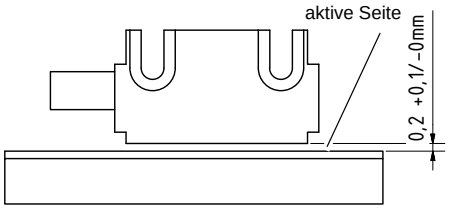

Abb.2-6: Abstand Sensor / Magnetband
- Abstandmaße zwischen Sensor und Magnetband sowie Winkeltoleranzen beachten, diese müssen über die gesamte Messstrecke eingehalten werden! (☞ Abb.2-6: bis ☞ Abb.2-8:)
- Die Abstandstoleranz zwischen Sensor und Magnetband wurde nicht über die gesamte Messstrecke eingehalten, der Sensor streift auf dem Magnetband (☞ Abb.2-6:) .